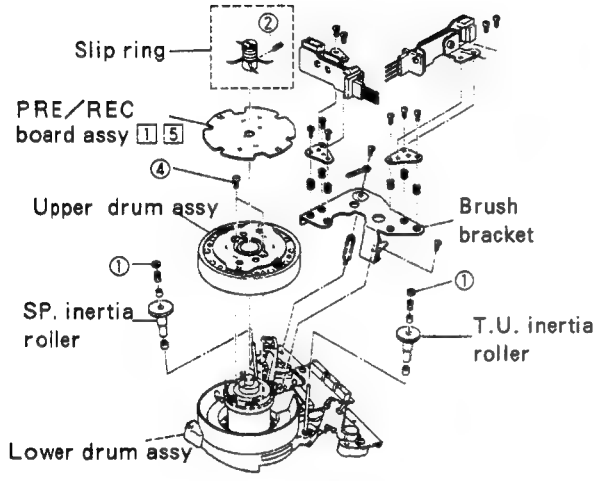

Fig. 2-3-9
**Fig. 2-3-13**	*Note: When holding the drum ass'y, do not catch it by the brush ass'y.* *For replacing the pole base, do it after removing the drum ass'y.* 1) Referring to Fig. 2-3-9, remove the slit washer ①, then remove the inertia rollers. 2) Remove the head cleaner ass'y. 3) Remove three screws ① and disconnect connectors while removing the drum ass'y for replacing. 4) Reassemble the inertia rollers. 5) After the replacement, check and adjust according to the flowchart in page 2-9.